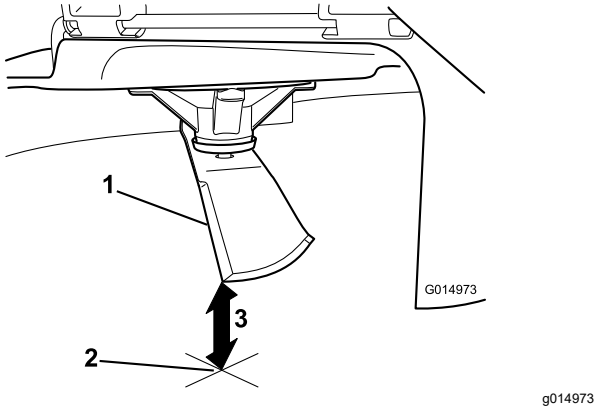

Figur 102
3. Mät från knivspetsen till den plana ytan (Figur 102).